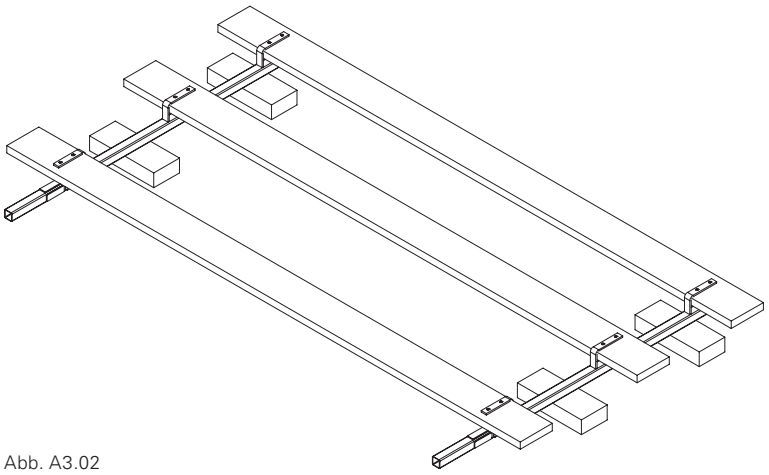

Abb. A3.02
6. Geländer zur Lagerung und zum Transport auf ebenen Boden ablegen. (Abb. A3.02)